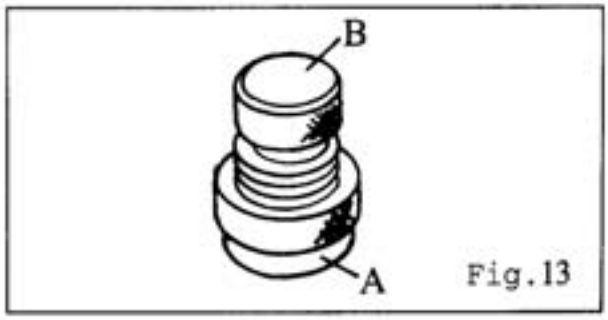

Fig.13
2. 松开螺母(A),转动螺丝(B),调整其适当压力后再锁紧螺母(A)。(图13)
2. To increase the pressure of Presser Foot, to turn Adjusting Screw (B) clockwise after loosening Lock Nut (A) and to decrease the pressure turn Screw (B) counterclockwise. (Fig 13).